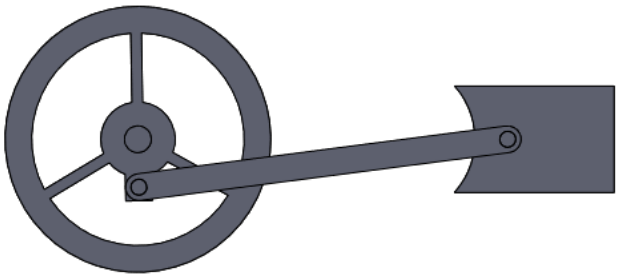
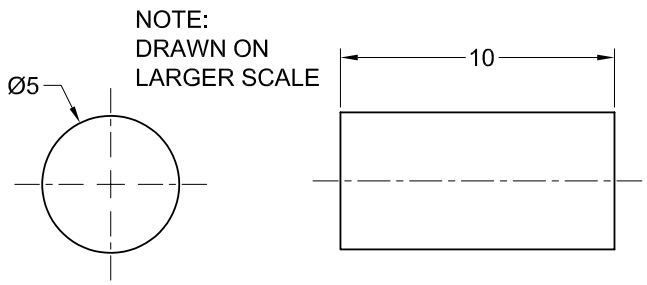

Figure 2-38 *Mechanism created by assembling the parts*
Figure 2-39 *The front and side views of the Shaft*
In this tutorial, you will convert 2D blocks into parts in the Layout environment and then assemble them to create a mechanism, as shown in Figure 2-38. Also, you will animate the mechanism by applying the rotary motor. Figures 2-39 through 2-42 show different views of the parts of the mechanism with required dimensions. **(Expected time: 45 min)**
2. Draw the sketch of the front view of the Shaft by using the tools in the **Sketch CommandManager**. For dimensions of the shaft, refer to Figure 2-39. Save the sketch of the Shaft as a block file in the *c02* folder by choosing the **Save Block** button in the **Blocks** toolbar.